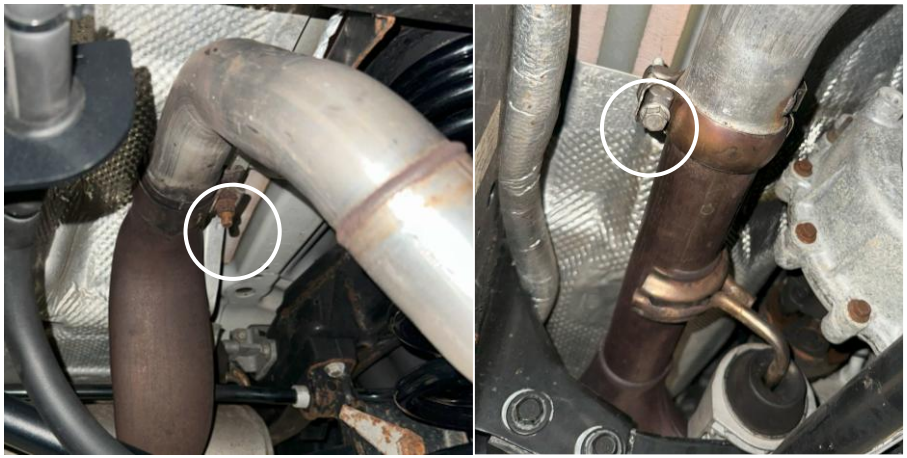

Figure 14: Rear exhaust section clamps to be removed (3.6 V6 JT)
- ❑ Remove the rear exhaust section at the clamps near the muffler and the cross member (Figure 14) and fully remove the section